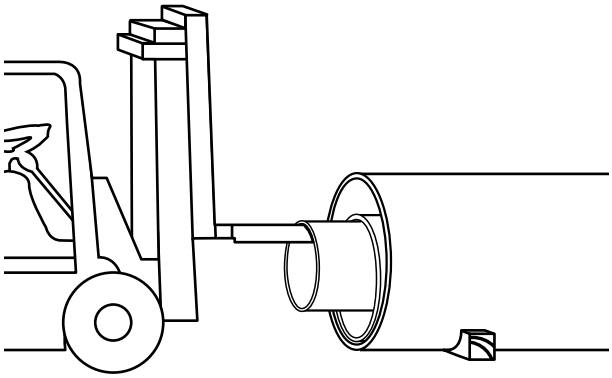

Рисунок 2-7. Принцип освобождения труб при помощи вилочной грузоподъёмной тележки
4. Распаковку и освобождение внутренней трубы (внутренних труб) лучше всего проводить на специально подготовленной к этой цели площадке. Внутренние трубы, начиная с трубы с самым маленьким диаметром, необходимо осторожно вытаскивать из связки, слегка приподняв, должным образом предохранённым стержнем, обращая внимание на то, чтобы не повредить остальные трубы **(Рисунок 2-7)**. В том случае, когда ограничения по весу, длине и/или техническому оборудованию исключают применение вышеуказанного метода, следует поступать согласно инструкциям по освобождению внутренней трубы (внутренних труб) из пакета, составленных индивидуально для каждого проекта.